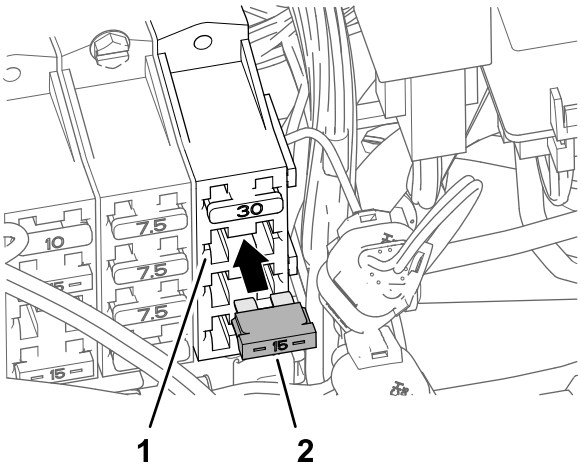

Figur 191
6. Sæt sikringen (15 A) ind i sikringssokkel 2 på sikringsblok 3, indtil sikringen sidder helt inde (Figur 191).